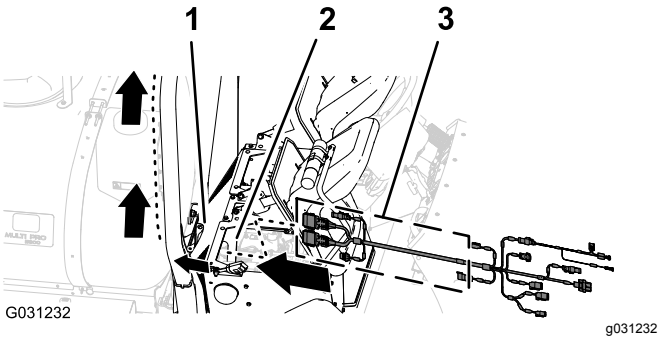

Figur 165
1. Før 390 cm afgreningen af dataledningsnettet til højre side af motorrummet (ved siden af luftfiltret til motoren) og bagud under den nederste højre del af det bageste motorskjold (Figur 165).